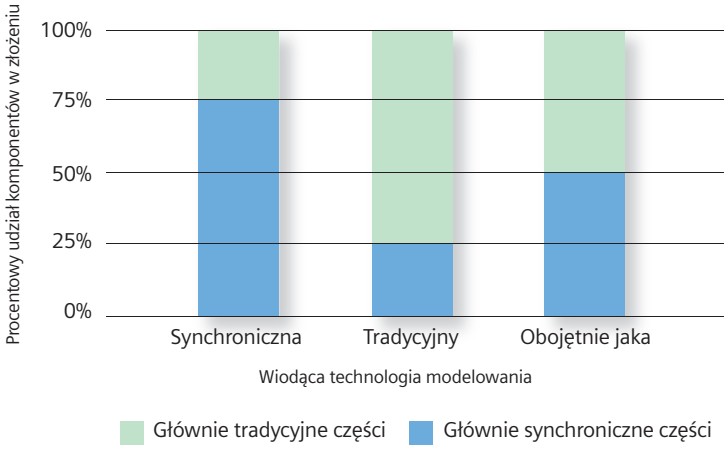

Rysunek 9: Rodzaj technologii modelowania z uwagi na typ wykorzystania części[8]
- **Wersja neutralna.** Jeśli 50% części w danym złożeniu nadaje się do zastosowania technologii synchronicznej, nie ma również przeciw wskazań aby zastosować technologię tradycyjną. Dany tryb projektowania zostanie wybrany w zależności od wcześniejszych doświadczeń poszczególnych użytkowników. Użytkownicy przechodzący z aplikacji 2D mogą być bardziej skłonni do zastosowania trybu synchronicznego z niewielkim dodatkiem tradycyjnego w razie potrzeby. Rysunek 9 pokazuje generalną konstrukcję złożenia w oparciu o wiodącą technologię modelowania, gdzie typ części jest punktem wyjścia podczas wyboru rodzaju technologii. Tryb mieszany pozwala połączyć te dwie techniki w obrębie jednego złożenia.